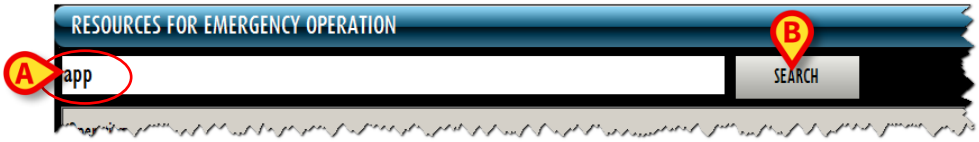

Fig 291
- type the operation name (or part of it) in the field indicated in Fig 291 **A**.
- Click the **Search** button placed alongside the field (Fig 291 **B**).